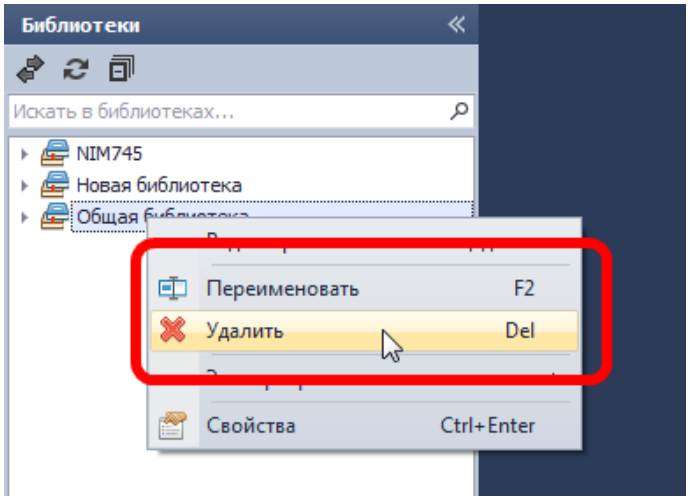

Рис. 98. Удаление и переименование библиотеки
3. Выберите пункт «Удалить» или «Переименовать» в зависимости от необходимого действия, см. Рис. 98.